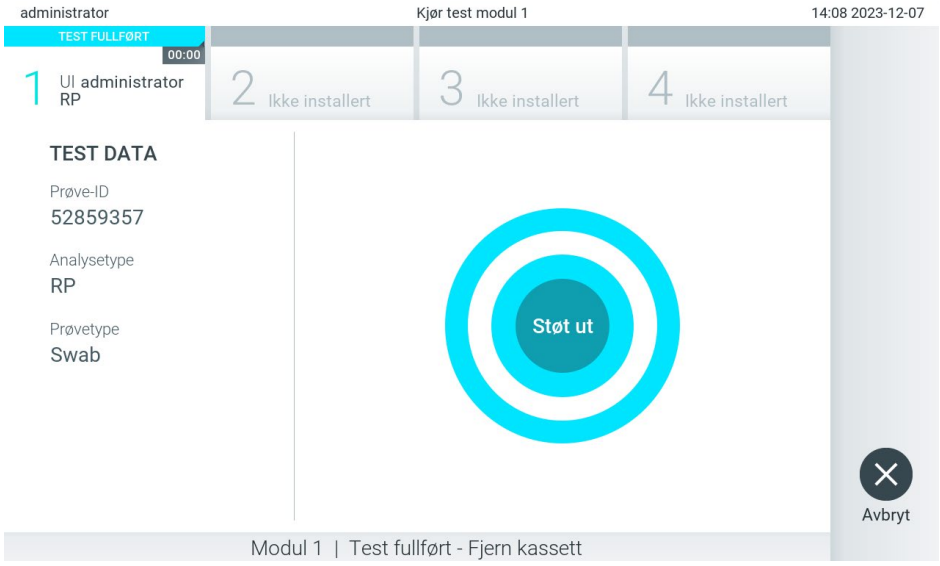

Figur 29. Skjermvisningen Eject (mat ut).
10. Når testkjøringen er fullført, vises skjermbildet Eject (mat ut) (figur 29).